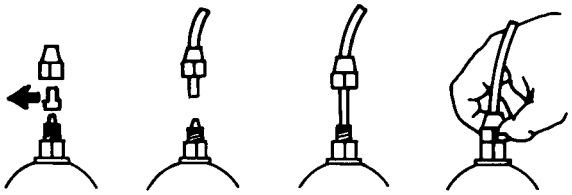

Fig. 7
e.- Die beiden Schutzkappen von den Anschlüssen entfernen, die Leitungen an den entsprechenden Kegelanschlüssen vollständig einführen und mit den zugehörigen Nutmuttern befestigen (Abb. 7).